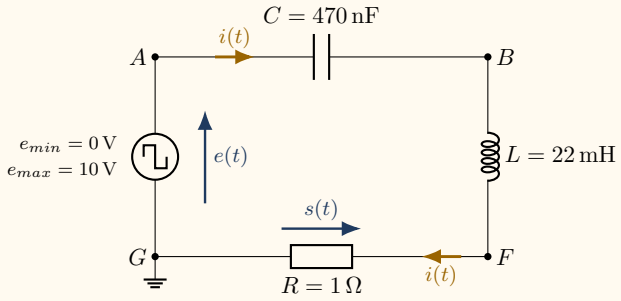

Fig. 2 – Montage électrique à réaliser (RLC série, sortie aux bornes de la résistance).
- **Reproduisez**, à l'aide du matériel mis à disposition sur votre paillasse, le montage électrique de la Fig. 2.